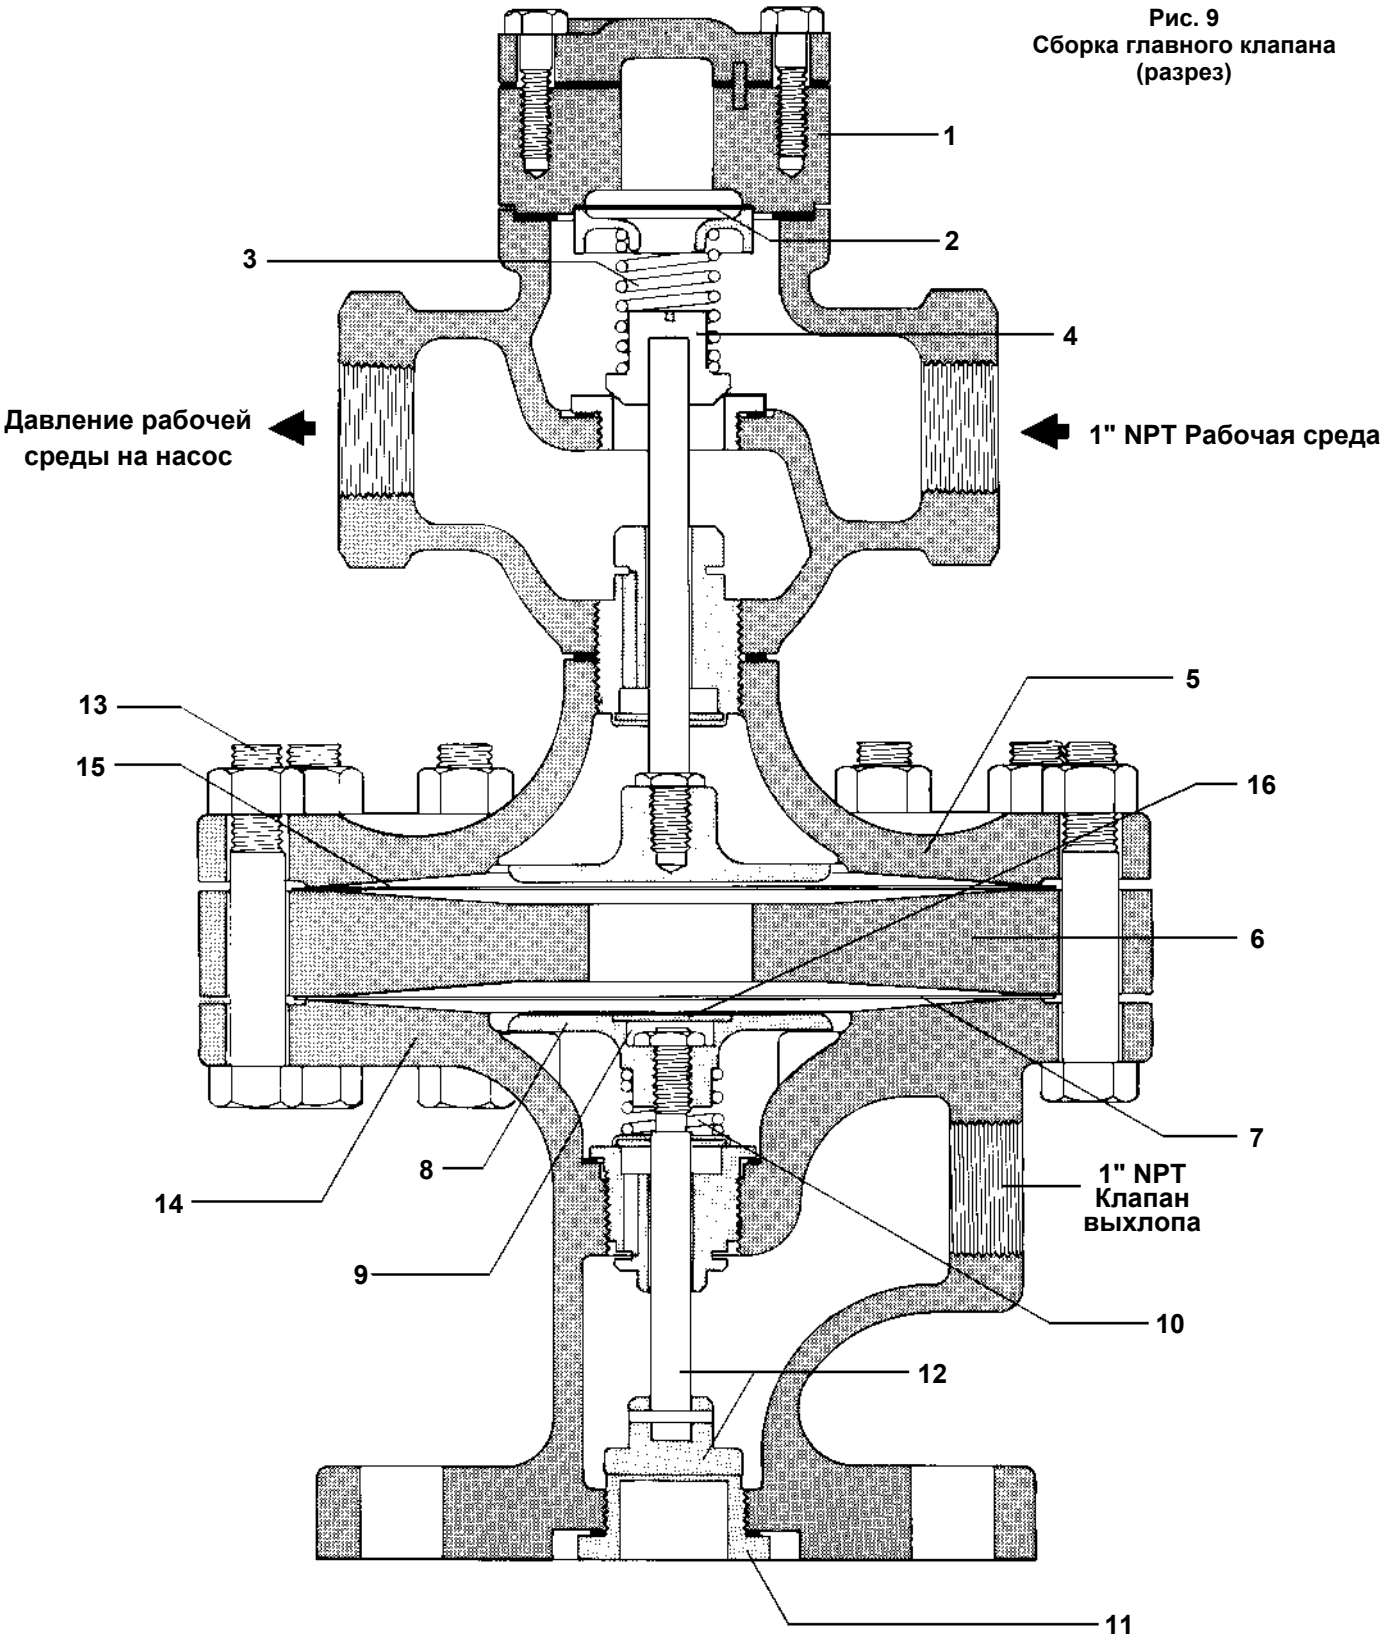

Рис. 9
I. Проверка и замена плунжера и седла впускного клапана рабочей среды (Рис. 9)
1. Снимите крышку (1), фильтр (2) и пружину (3).
2. Вытащите плунжер (4), осмотрите его и седло на предмет износа. Замените их если есть следы износа.